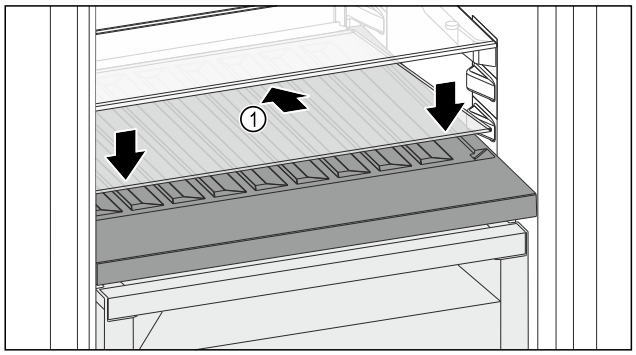

Fig. 220
▶ Place the glass shelf *Fig. 220 (1)* at an angle, sloping it downwards and backwards.
▶ Lower the glass shelf *Fig. 220 (1)* at the front.